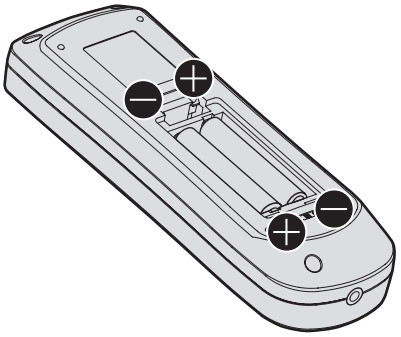

図 2
2)　電池を入れ、ふたを閉じる（⊖ 側から先に入れます）（図 2）